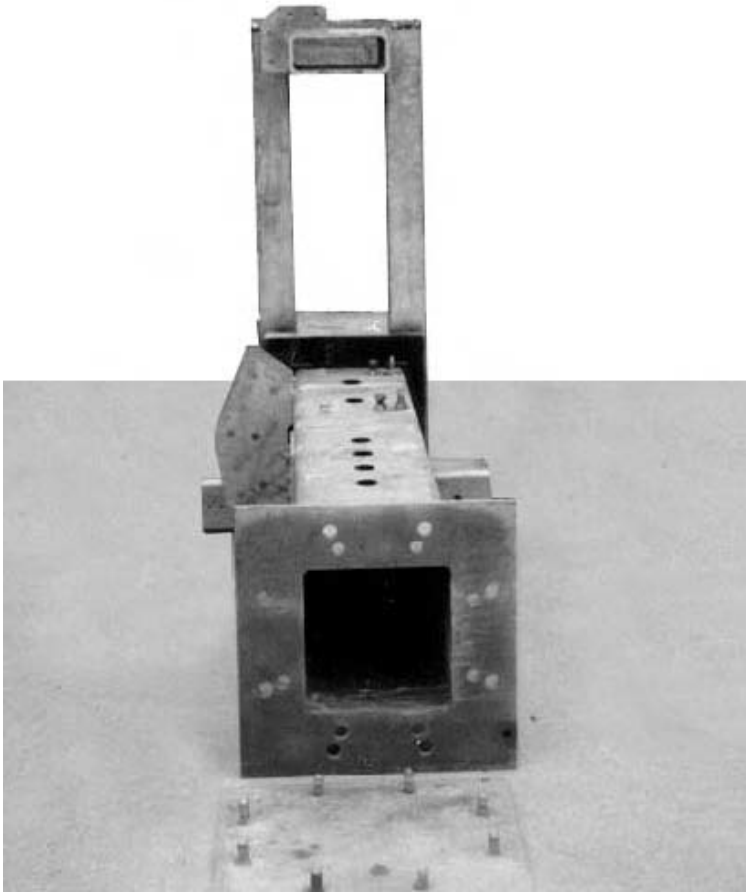

Figure 24
Step 2 — Lay the ground mount assembly on its side, in line with the anchor bolts (P/N 203314-manual or P/N 203666-motorizable) as shown in Figure 24.